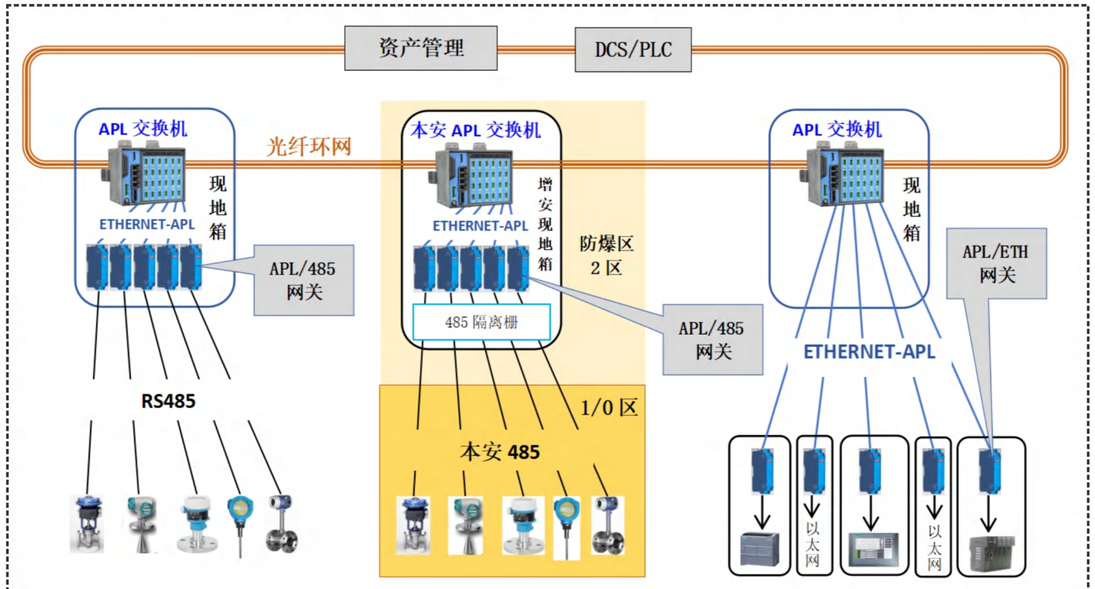

图1.4.2：APL网关应用场景
见图1.4.2：APL网关应用场景① 485仪表通过APL/485网关连接到APL网络
见图1.4.2：APL网关应用场景② 现场以太网设备（PLC/HMI/IO)通过APL/ETH网关连接到APL网络